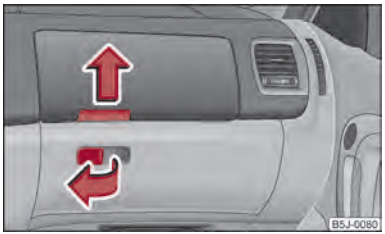

Fig. 67 Plancia: Vani portaoggetti lato passeggero
– Tirare la maniglia sullo sportello nel senso indicato dalla freccia ⇒ fig. 67 e aprirlo.